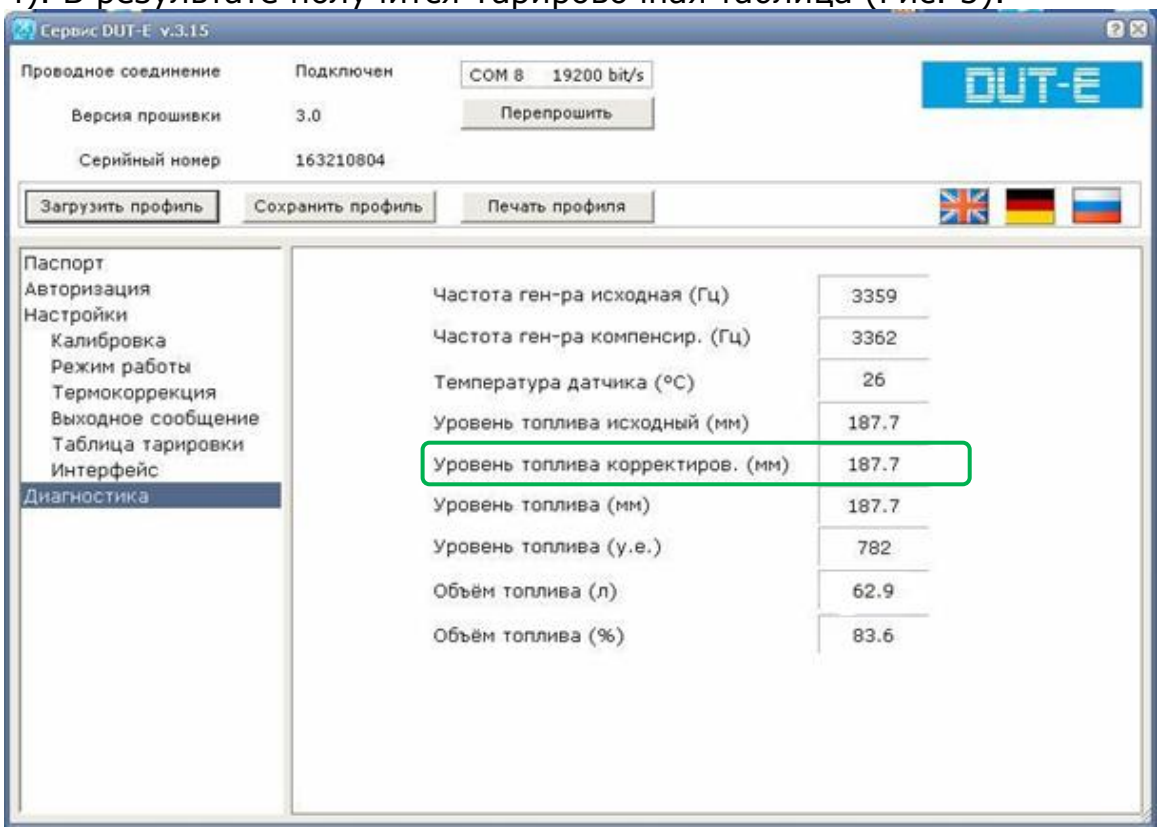
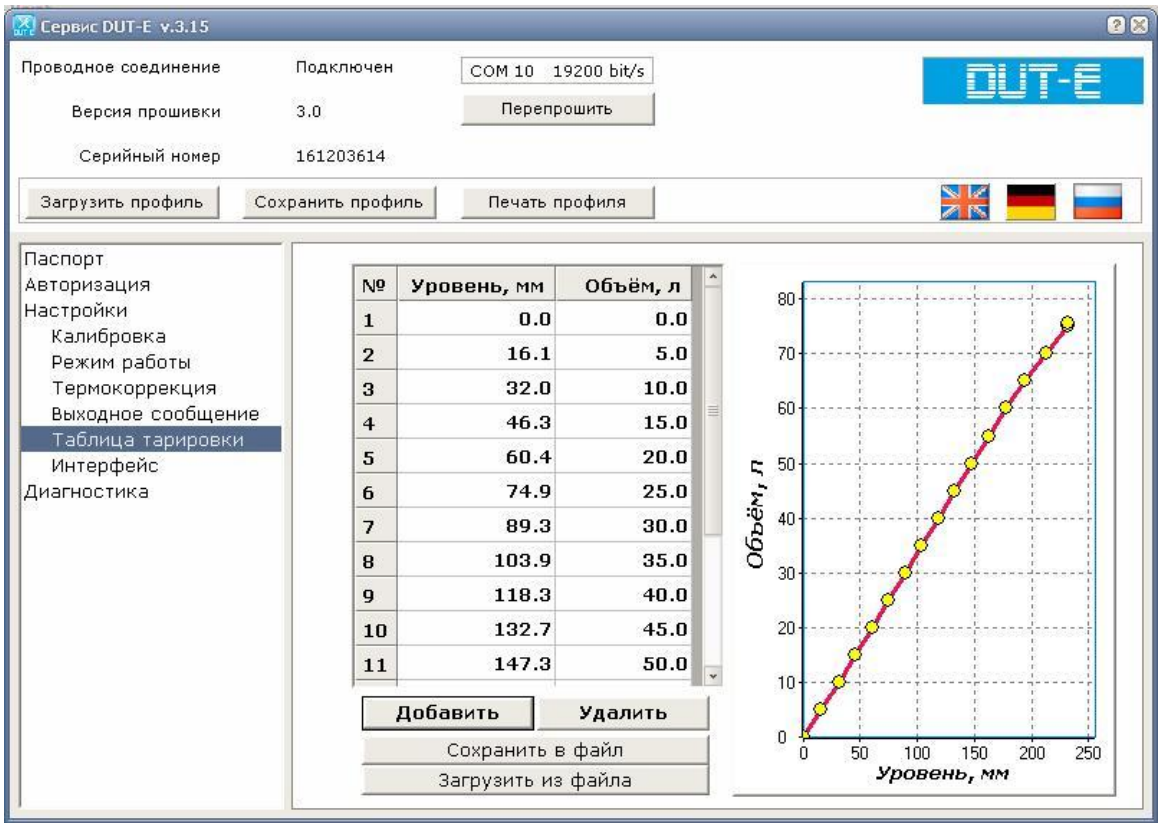

Рисунок 4
Рисунок 5
3.3.1. Заливая отмеренными порциями топливо в бак записывать в виде таблицы количество топлива, залитое в бак и соответствующее ему показание Уровень топлива корректиров. (мм) из окна Диагностика (Рис. 4). В результате получится Тарировочная таблица (Рис. 5).